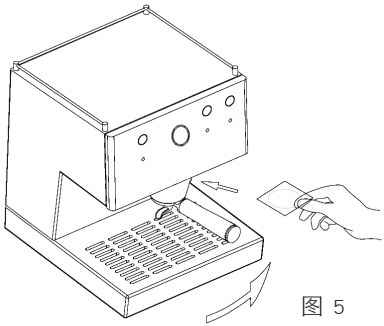

图 5
封口很柔软。（见图5）。
2. 将咖啡粉饼放在过滤手柄上，轻轻地向右转动，直到停止。请勿使用蛮力，封口是软的。（见图 5）。